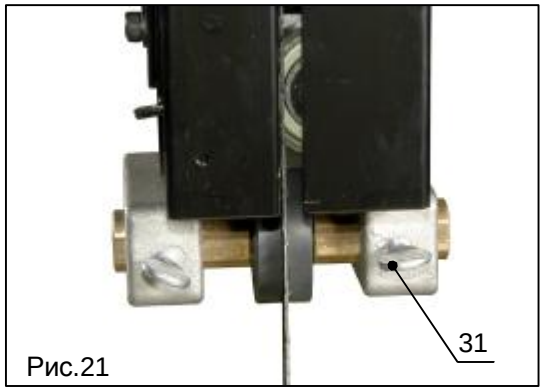

Рис.21
4. Ослабьте два винта (поз.31, рис.21/23) продольного крепления направляющих подшипников.
6. Затяните два винт (поз.31, рис.21/23) продольного крепления направляющих подшипников.